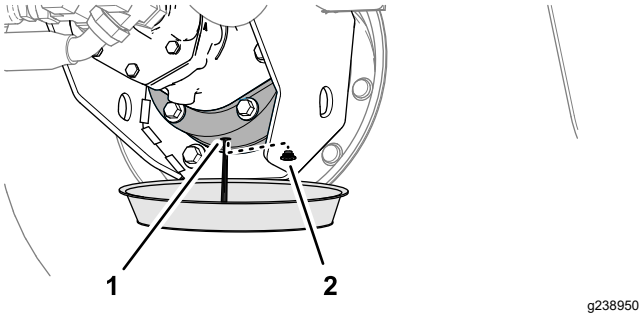

Figura 95
6. Coloque um recipiente de escoamento debaixo da caixa do travão, retire o tampão de escoamento e deixe o lubrificante drenar completamente (Figura 95).